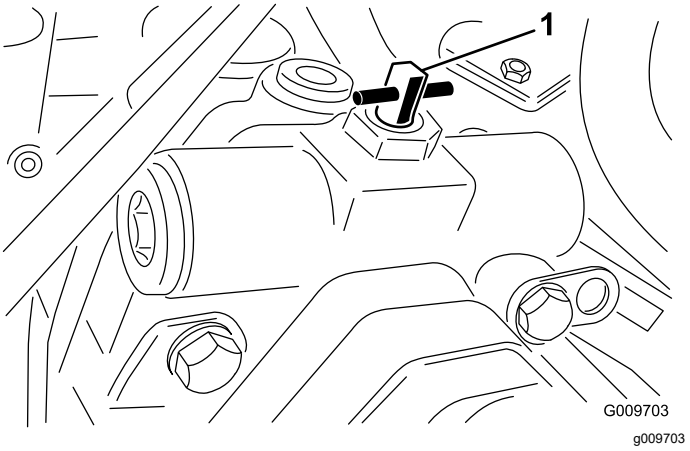

Figur 77
3. Vri ventilen 90° (¼ omdreining) til venstre eller høyre for å åpne den og la væske gå utenom internt (Figur 77).
2. Vri ventilen 90° (¼ omdreining) til venstre eller høyre for å åpne den og la væske gå utenom internt (Figur 77).